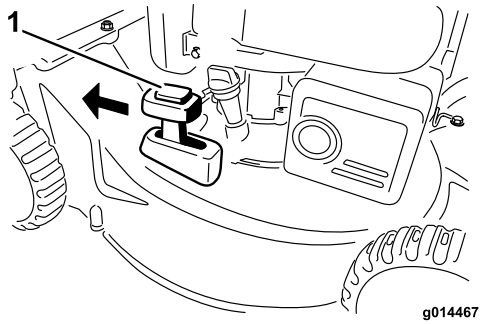

Figur 16
2. Tryck på knappen ovanpå återvinnings-/uppsamlingsspaken och för spaken till **återvinningsläget** (Figur 16).
2. För att samla upp gräsklippet måste du montera gräsuppsamlaren (se Montera gräsuppsamlaren). Tryck på knappen ovanpå återvinnings-/uppsamlingsspaken och för spaken till **uppsamlingsläget** (Figur 16).
Obs: Återvinnings-/uppsamlingsspaken ska vara i **uppsamlingsläget** (Figur 16).